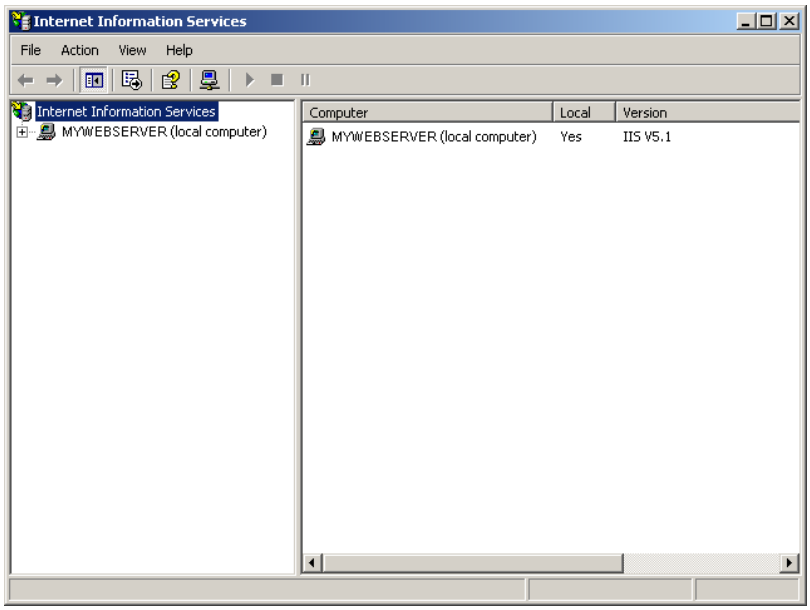

Figure L2.1: Internet Information Services Console
1. Open the IIS Console from the **Administrative Tools** folder of your Windows **Control Panel.** The console will look similar to **Figure L2.1.**